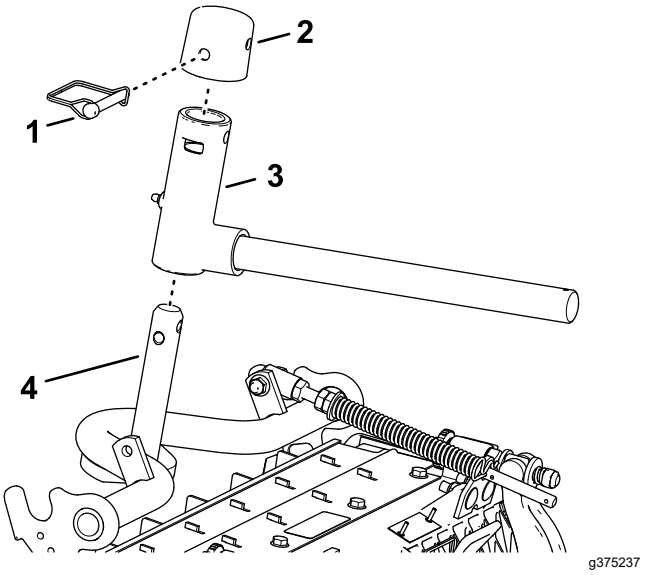

Figuur 20
2. Monteer het juk van het draaipunt op de as van het draagframe (Figuur 20).